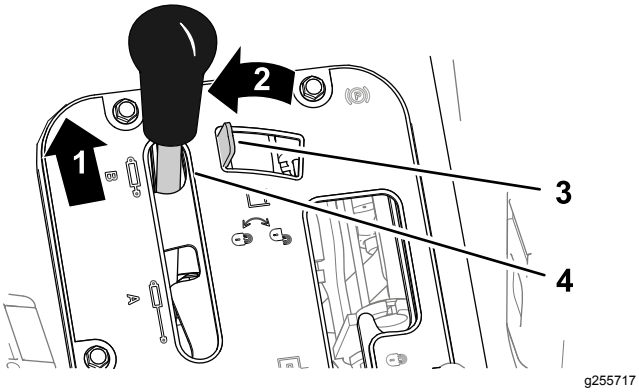
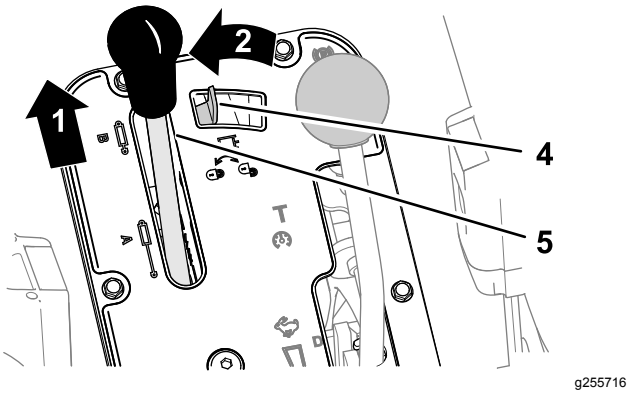

**Figur 70**
**Figur 71**
1. Skyv den hydrauliske løftespaken fremover (Figur 70 eller Figur 71).
2. Flytt låsen for den hydrauliske løftespaken til venstre for å aktivere den (Figur 70 eller Figur 71).